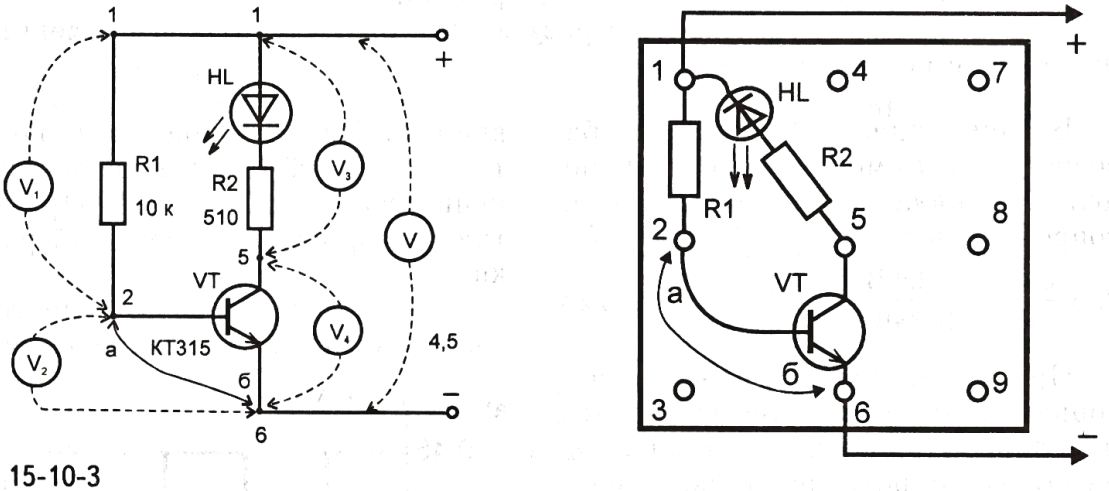

Рис. 15-10-3
1. Соберите схему (рис. 15-10-3), где вольтметры измеряют: